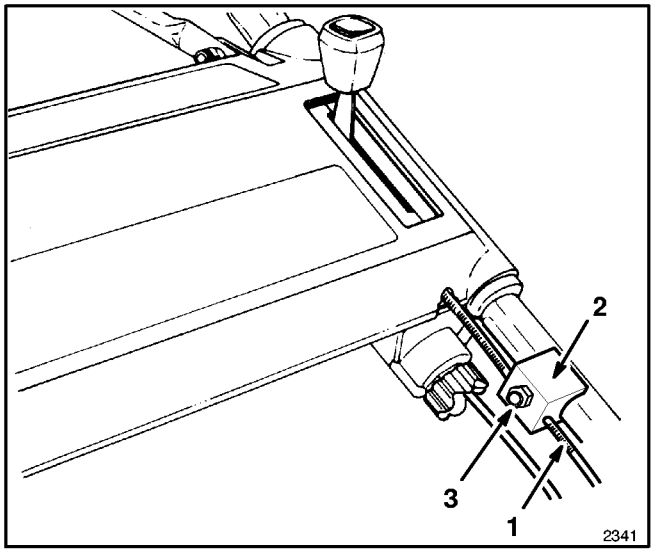

**Abbildung 22**
**3.** KABEL EINSTELLEN (Abb. 22) – Die Mutter am Kabelhaltebügel lösen. Einen 1/8” starken Gegenstand zwischen Brems-Kontrollbügel und Griff stecken. Den Kabelschlauch nach unten ziehen, bis das Spiel vollständig aus dem Draht beseitigt ist. Dann die Mutter am Kabelhaltebügel anziehen.